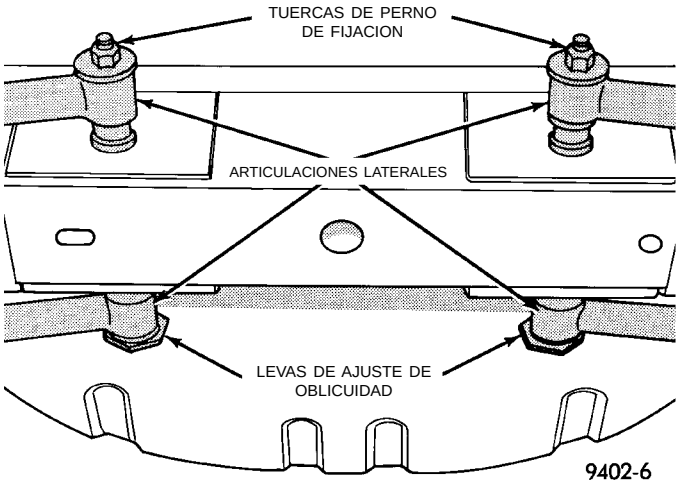

Fig. 23 Fijación de la articulación lateral al travesaño de falso bastidor
(4) Retire del travesaño de falso bastidor la tuerca, el perno, la arandela y la leva de ajuste de oblicuidad que fijan la articulación de la dirección que debe desmontarse (Fig. 23). Después retire las articulaciones laterales del vehículo.